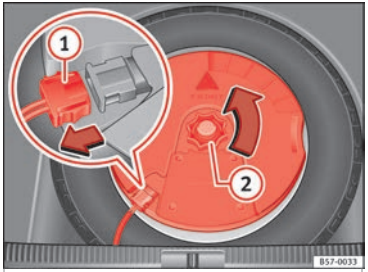

Fig. 243 In the luggage compartment: remove the subwoofer.
- Disconnect the cable for the subwoofer speaker ››› Fig. 243 (1).
- Turn the securing wheel anti-clockwise (2).